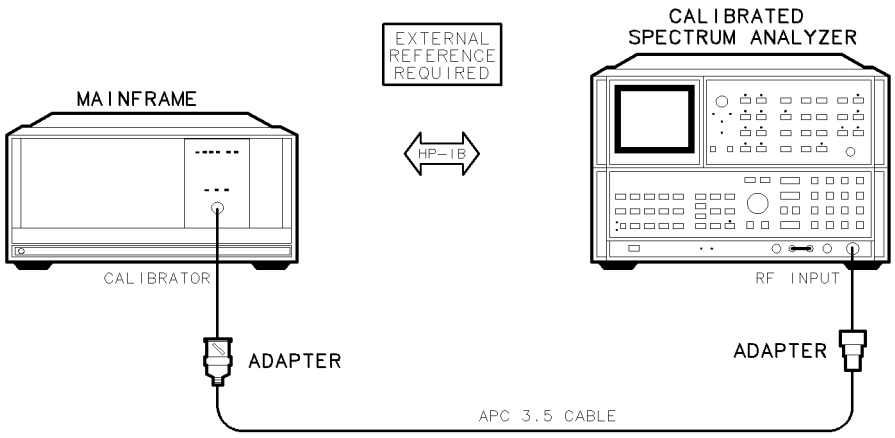

Figure 7-25. Calibrator Harmonics Test Setup
1. Connect the HP 8566B spectrum analyzer's RF INPUT to the DUT's CALIBRATOR using the adapters, as shown in Figure 7-25.